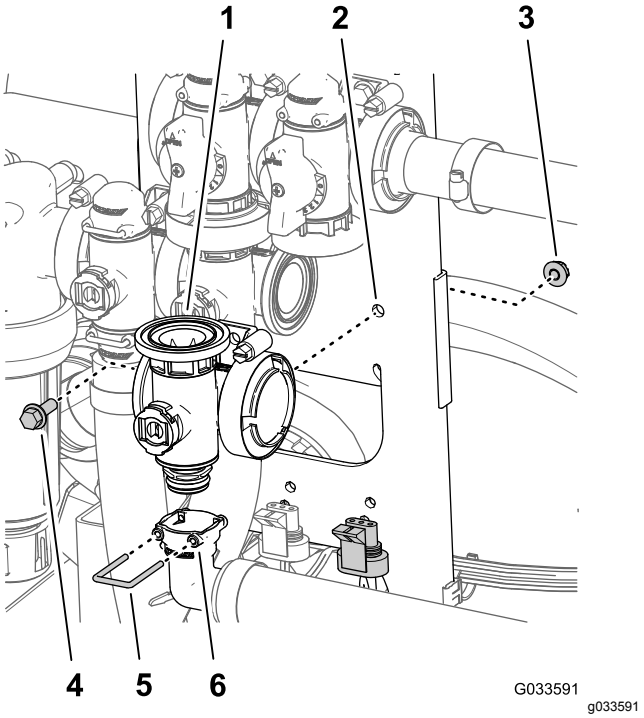

Figur 115
2. Afmonter den holder, der fastgør 90°-udgangsfittingen til hovedbomventilens manifoldkobling (Figur 115).
3. Afmonter flangehovedbolten (¼" x ¾") og flangelåsemøtrikken (¼"), der fastgør hovedbomventilen til ventilbeslaget, og afmonter ventilmanifolden fra maskinen (Figur 115).